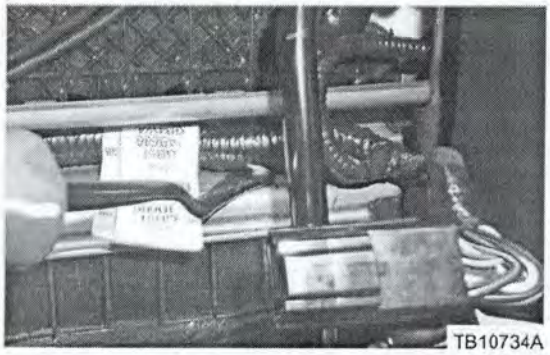

Figure 1 - Article 15-0113
4. On both sides, follow the seat harness and locate the next harness retaining pushpin and remove it from its mounting position to allow for more harness movement. Cut and discard the protruding end of the pushpin. (Figure 1)